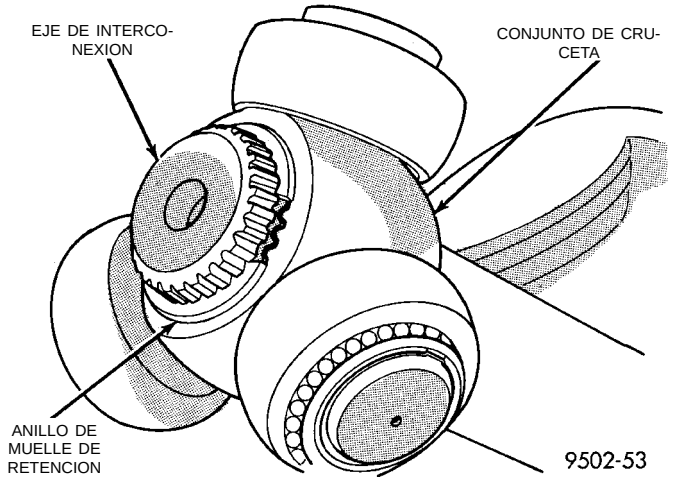
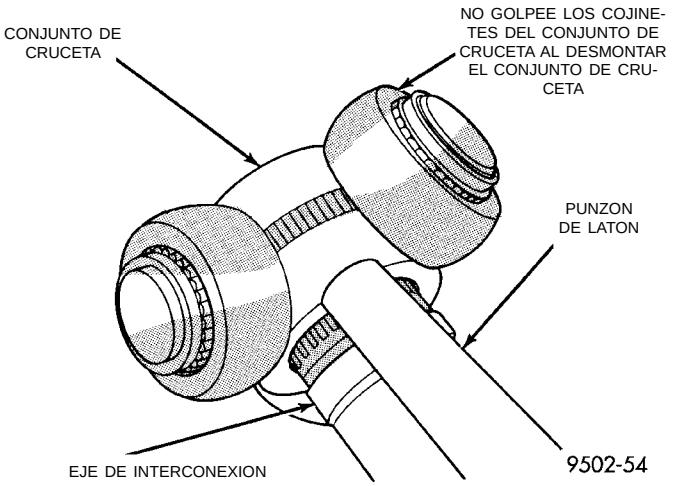

Fig. 28 Anillo de muelle de retención del conjunto de cruceta
Fig. 29 Desmontaje del conjunto de cruceta del eje de interconexión
(4) Retire el anillo de muelle que sujeta el conjunto de cruceta al eje de interconexión (Fig. 28). Luego retire el conjunto de cruceta del eje de interconexión. Si el conjunto de cruceta no se extrae manualmente del eje de interconexión, se puede retirar dando pequeños golpes al conjunto de cruceta con un punzón de latón (Fig. 29). **No golpee los cojinetes externos de la articulación de tipo Tripod cuando intente retirar el conjunto de cruceta del eje de interconexión.**
(5) Deslice la funda fuelle fuera del eje de interconexión.
(6) Limpie e inspeccione por completo el conjunto de cruceta, el cuerpo de articulación tipo Tripod y el eje de interconexión para detectar señales de desgaste excesivo. **Si alguna pieza muestra señales de desgaste excesivo, será necesario reemplazar el conjunto del eje de transmisión. Las piezas componentes de estos conjuntos del eje de transmisión no son reparables.**